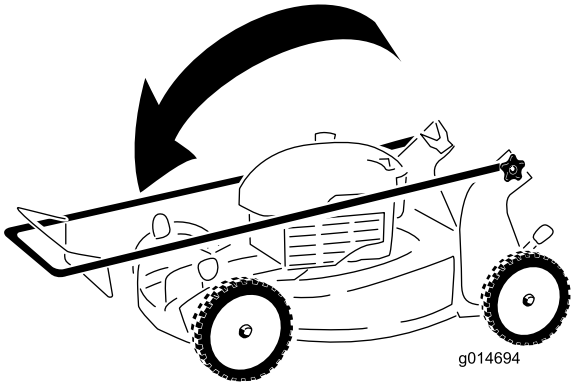

Figur 26
3. Fäll det övre handtaget framåt så som bilden visar Figur 26.